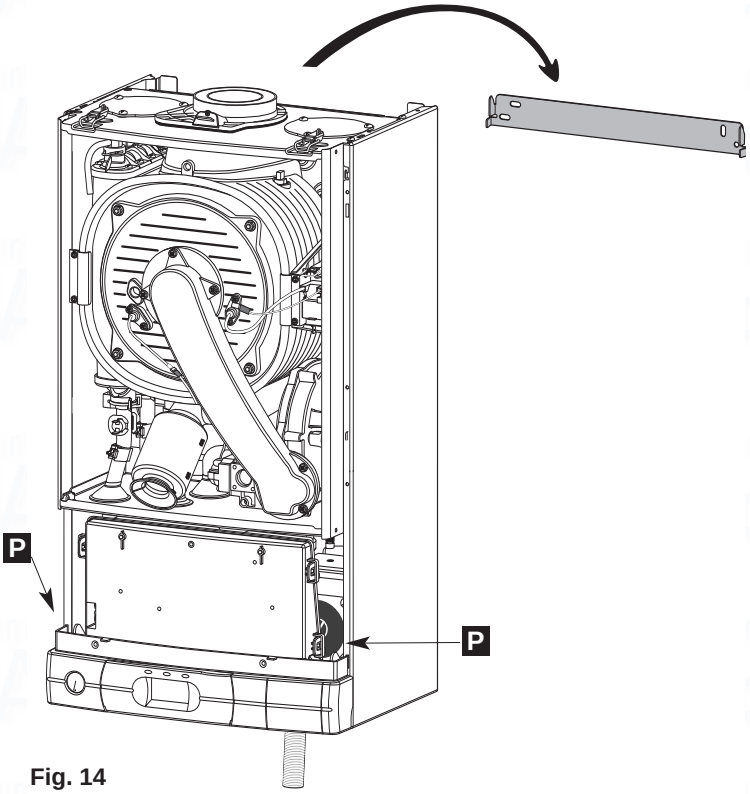

Fig. 14
Place the boiler on the wall on the hanging bracket (Fig. 14).
- Push in the tabs "**P**" (Fig. 14) on either side of the boiler and pivot the electrical box forward to gain access to the valve connections